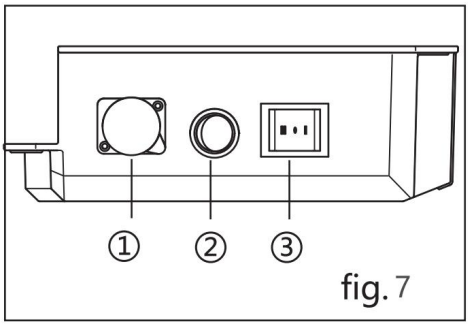

fig. 7
* Instruction de modèle de pliage manuel (fig 7) · si la batterie n'est pas utilisée pour la première fois ou pendant une longue période, elle sera en état d'hibernation. À ce moment, maintenez ② enfoncé jusqu'à ce que vous entendiez un bip, indiquant que la batterie est activée. · ③ est l'interrupteur de pliage (« I » signifie pliage « II » signifie dépliage). 1： Port de charge .
Activez d'abord la batterie en appuyant sur ② (fig. 7). Appuyez ensuite longuement sur l'interrupteur de la télécommande. La procédure de commande des boutons de la télécommande est la suivante : appuyez d'abord sur B, puis sur A pour déplier et sur C pour plier.